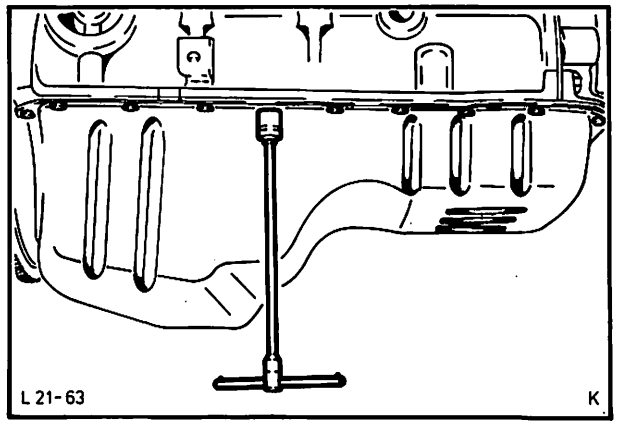

Abb. 89 Ölwanne abschrauben
14. Ölwanne nach unten abbauen, damit kein Ölschlamm und keine Abriebteile in den Motor gelangen, Abb. 89.